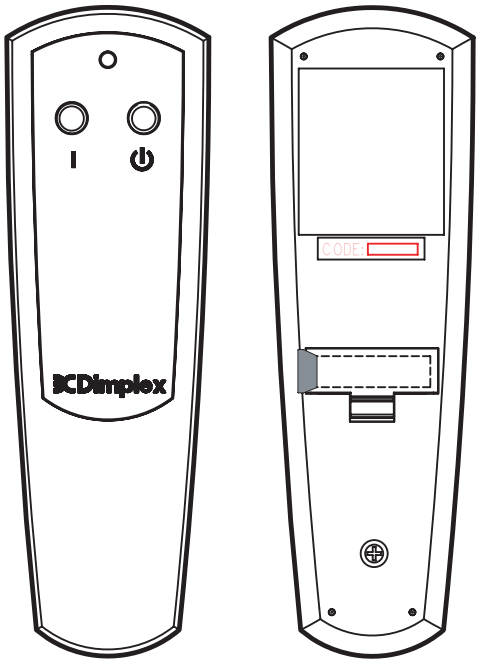

Fig. 4
Примечание. Перед использованием пульта ДУ вытащите пластиковую изоляционную полоску, которая находится между корпусом пульта и крышкой батарейного отсека (рис. 4).
3. В течение 10 секунд после возобновления питания нажмите на пульте ДУ кнопку On (Вкл), см. рис. 4.
1. Откройте крышку батарейного отсека на пульте ДУ (рис. 4).